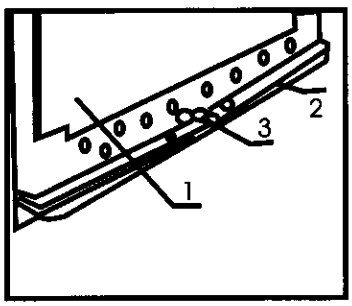

Рис.7.
7.2. Грубым нарушением правил эксплуатаций является попадание мелких частиц продуктов или упаковки этих продуктов в лоток 2 (рис. 7) для слива воды.
7.3. Так как оттаивание испарителя 1 (рис. 7) холодильной камеры осуществляется автоматически, то отключение камеры нужно производить только для санитарной обработки не чаще одного раза в год. Не забывайте при этом промывать дренажную трубку 3 (рис. 7). Порядок отключения морозильной камеры смотрите в пункте 6.2..